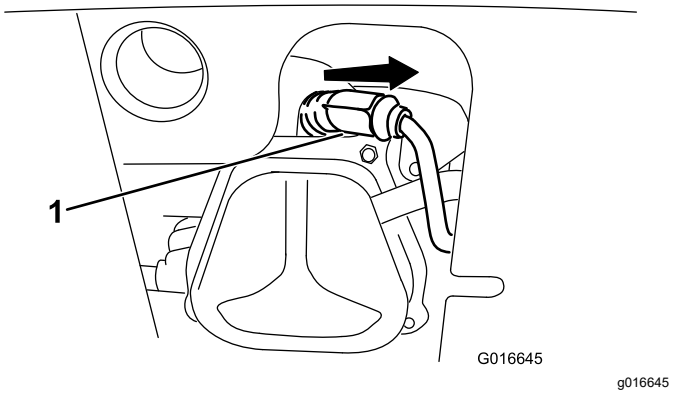

**Figure 37**
1. Enlevez le capuchon (Figure 37).